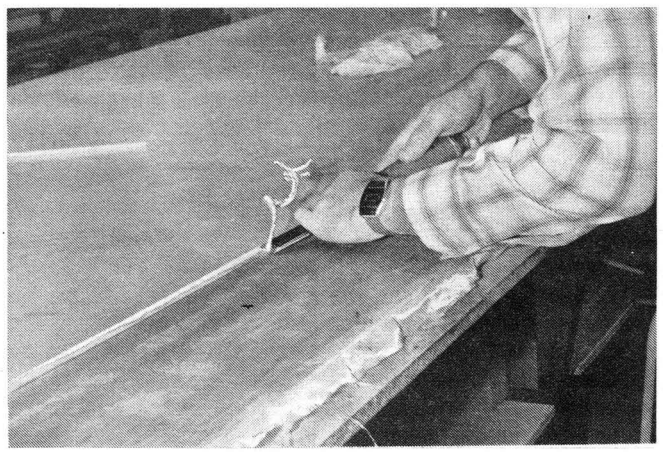

Bild 9:
- Bearbeiten der Profilvorder- und -hinterkanten mit einem Stecheisen entlang der verlängerten Profilsehne (Bild 9);